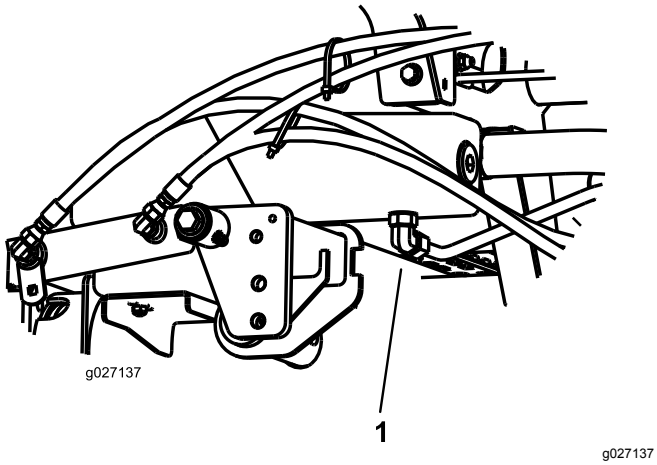

Figur 72
3. Anbring en stor bakke under stykket, der sidder i bunden af hydraulikvæskebeholderen (Figur 72).